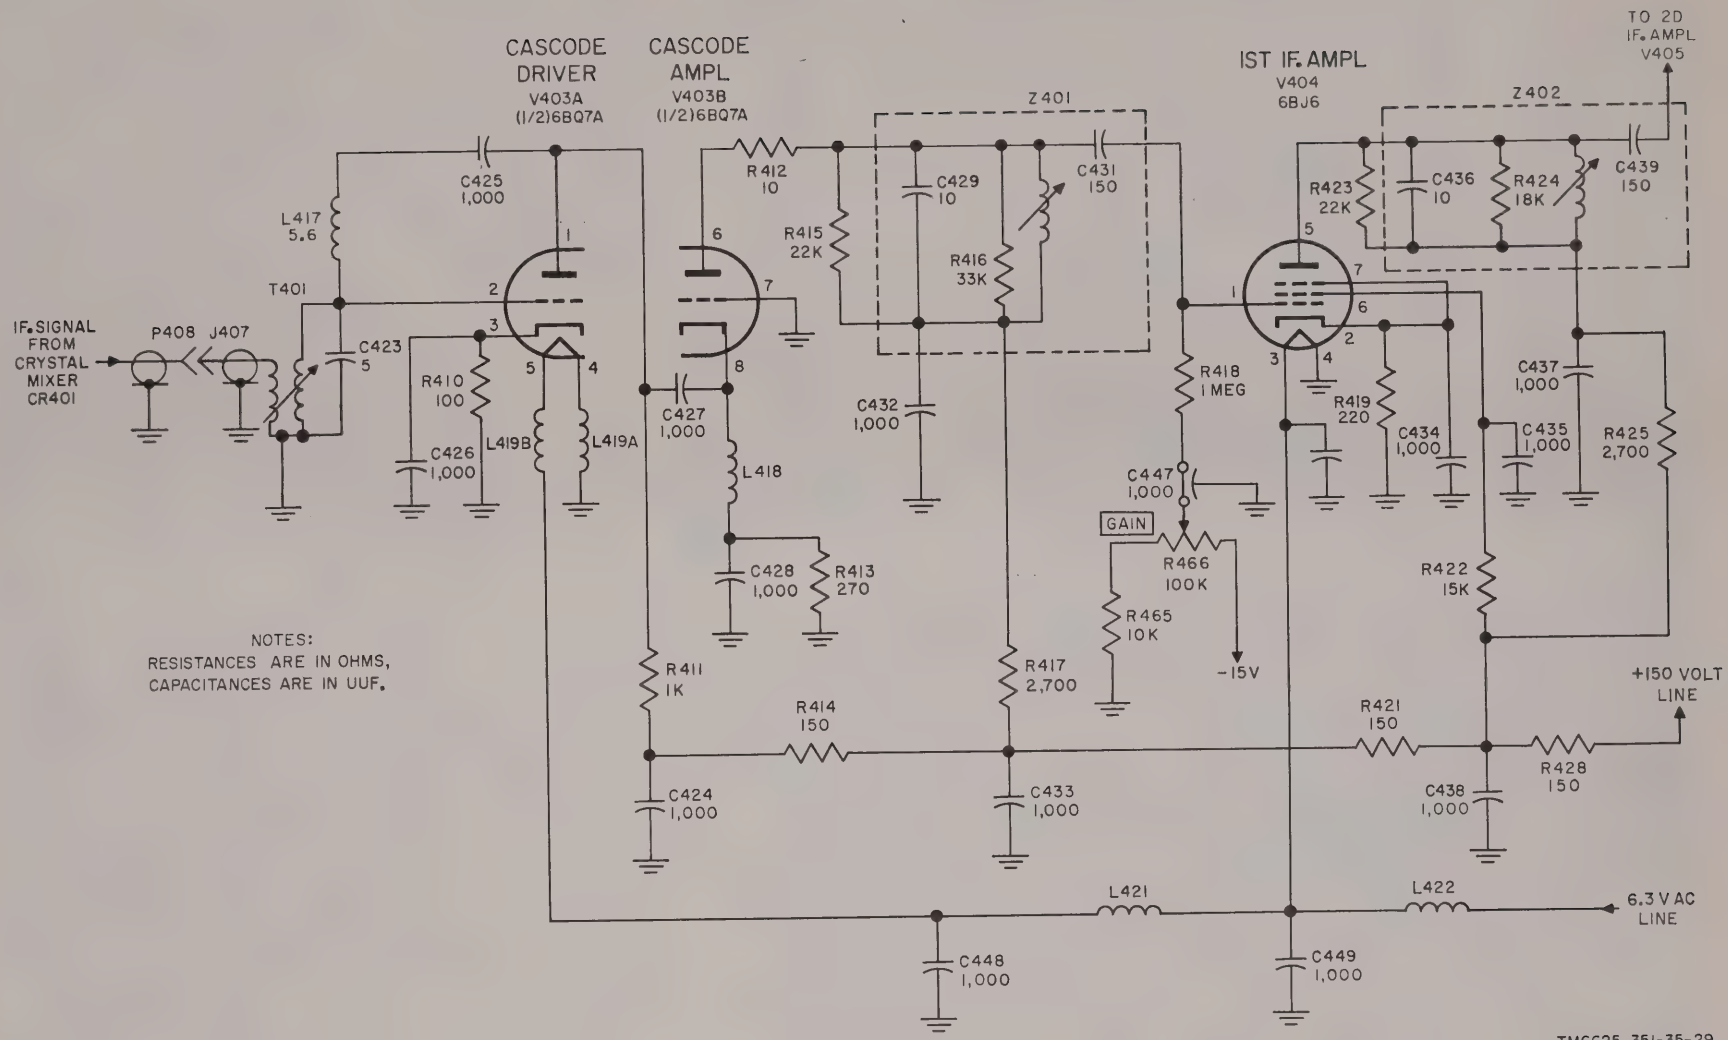

Figure 29. Tuning unit 3, if. preamplifier, schematic diagram.
46. If. Preamplifier, Detailed Analysis (fig. 29 and 30)
c. First and Second If. Amplifiers V404 and V405 (fig. 29 and 30). Two pentode if. amplifiers, similar in circuit analysis, increase the signal amplitude developed by cascode amplifier V403B. Since the two stages are similar, the following description applies to both stages, with the exceptions noted below:
A three-stage preamplifier is used to increase the signal output from the rf tuner before the signal is applied to the if. step attenuator. This preamplifier, which is identical in function and circuit values with that of tuning unit 3 (fig. 29 and 30), consists of one cascode driver-amplifier stage and two if. voltage amplifiers. Separate connectors at the input to the if. preamplifier receive the incoming signal from the 700-1,000-mc tuner and the 400-700-mc tuner. The position of a microswitch (S502) which is driven by a cam on the band selector switch creates a dc path of continuity from the operating rf tuner to the input cascode driver stage, V505A. Except for this microswitch and the different reference symbols employed, the circuit analysis for this if. preamplifier is identical with that for tuning unit 3 (para 46). The following chart, therefore, points out only the differences in reference symbols between the two if. preamplifiers so that identical functioning parts can easily be located.